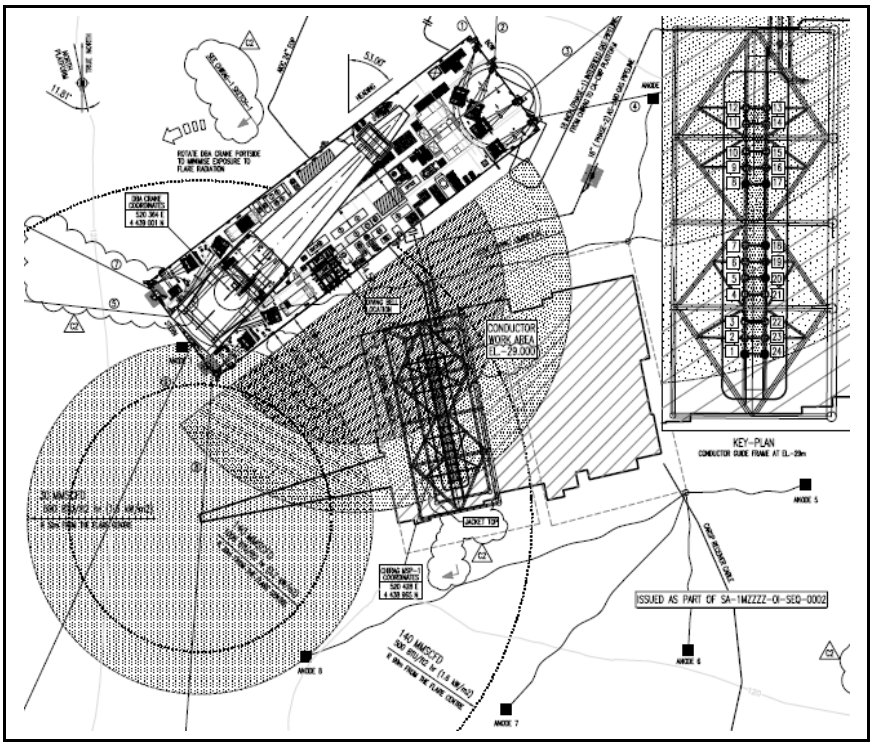

Figure 1.3.1.1: DBA Mooring Next to Platform
In order to complete the required works, Saipem have mobilized a mobile saturation system onto the DBA (Derrick Barge Azerbaijan). The DBA will be moored on eight (8) anchors on the North-West Side of the platform. Figure 1.3.1.1 shows the DBA in position at the platform.